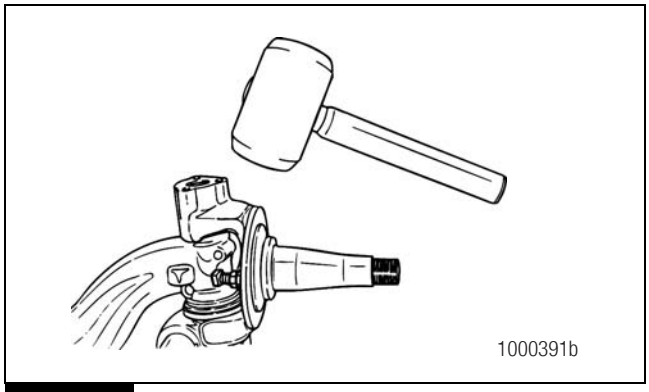

Figure 6.24
1. Strike the boss of the knuckle with a rubber mallet to move the parts into position. Figure 6.24.